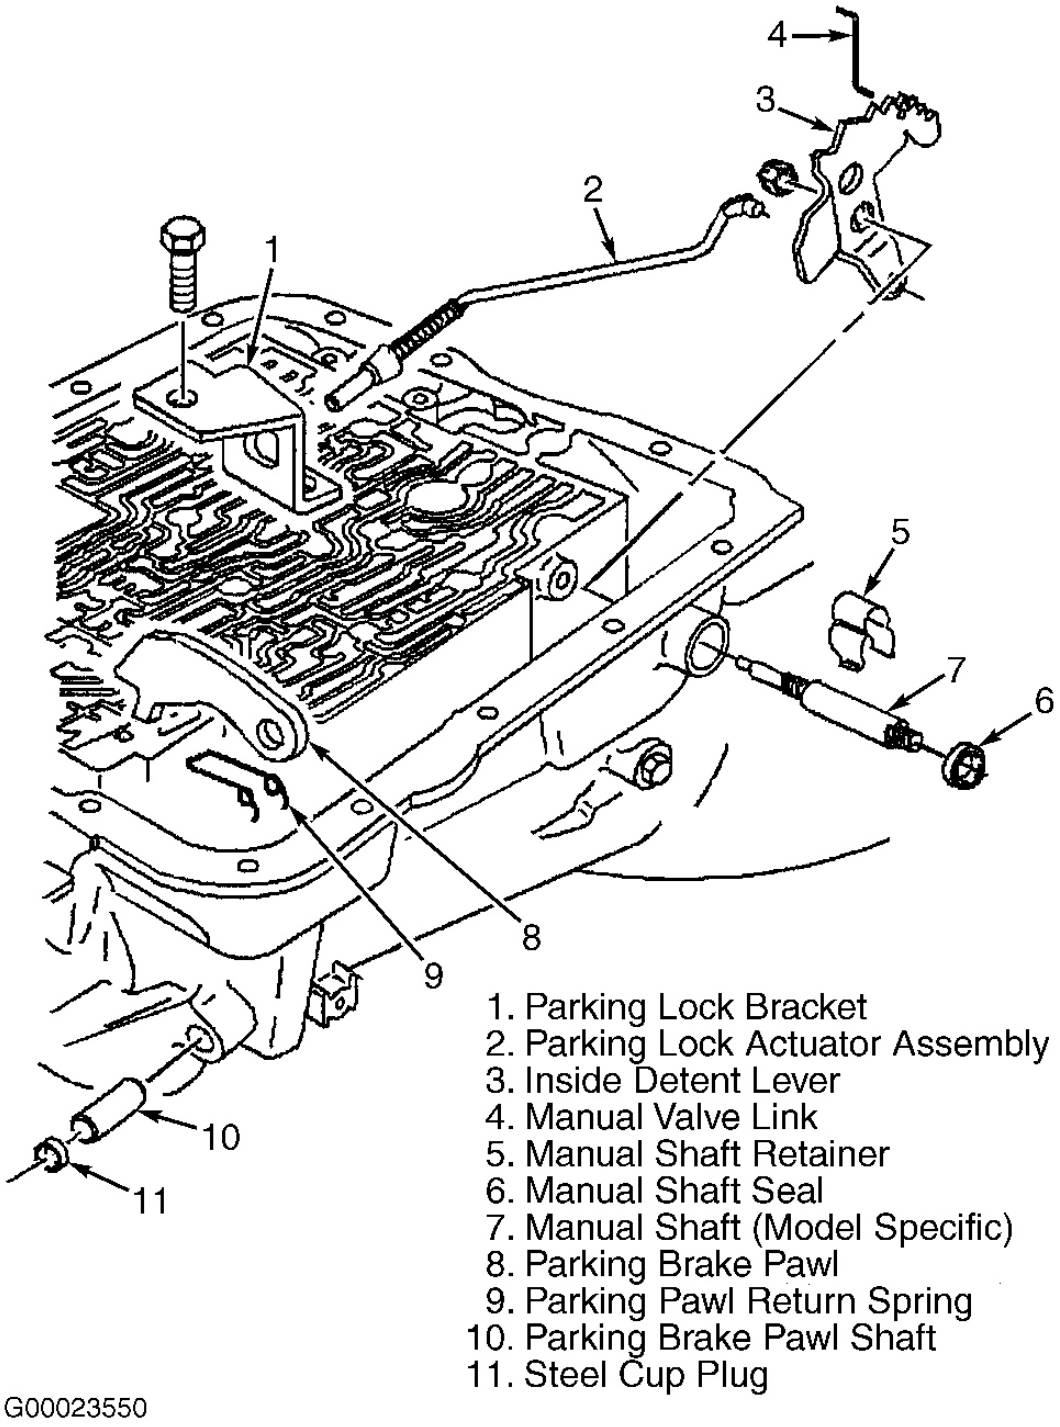

Fig. 32: Exploded View Of Parking Pawl Components
3. Remove parking lock bracket retaining bolts. Remove lock bracket. Using screw extractor, remove shaft plug. Remove parking pawl shaft, parking pawl and return spring if necessary. See **Fig. 32** .
Remove manual shaft nut. Remove manual shaft and retainer. Remove parking lock actuator assembly and inner detent lever. Remove manual shaft seal from transmission case. See **Fig. 32** .